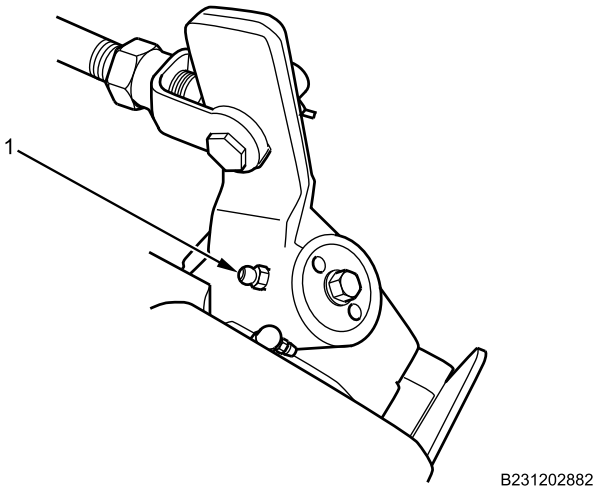

Figure 8. Grease Fitting.
10. Grease slack adjuster grease fitting (Figure 8, Item 1).